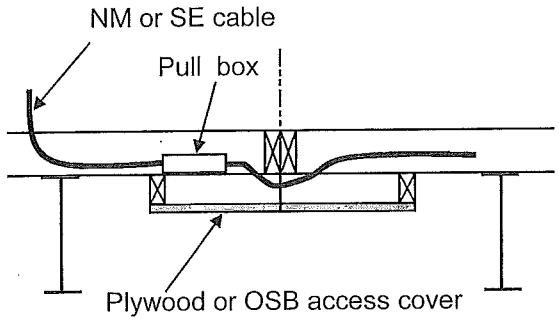

FIG. 5-28A
1. Remove plywood access covers and cut bottom board for access to wires (See Fig. 5-28A).